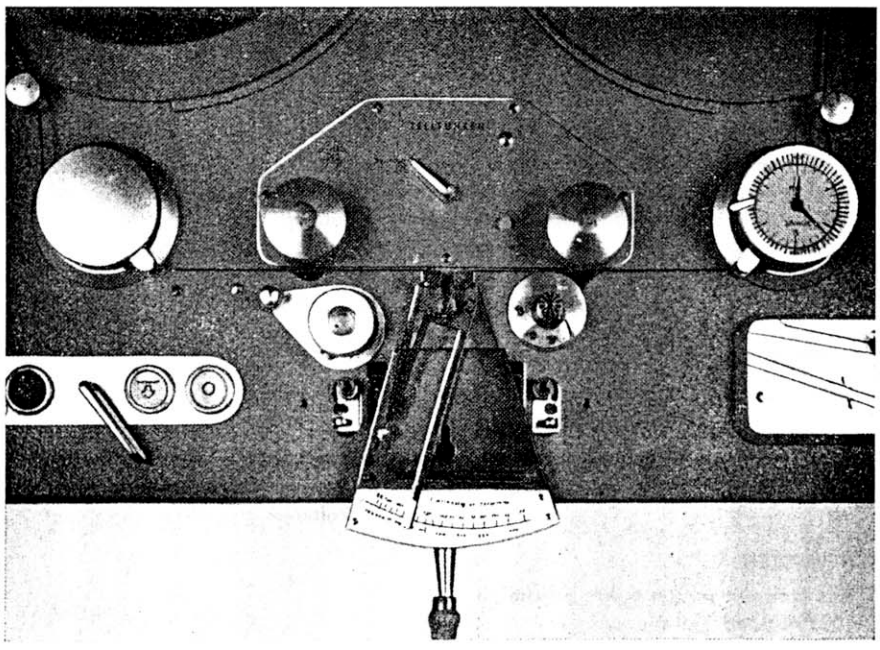

Bild 5: Bandzugmessung zwischen Filter- und Tonwelle
3.1.13 **BANDZÜGE ZWISCHEN FILTER- UND TONWELLE** (siehe Bild 5)